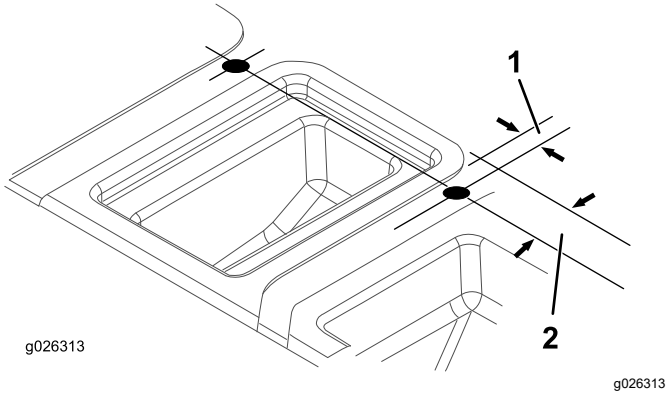

Figur 10
5. Använd måtten som visas i Figur 10 och lokalisera, markera och borra två hål (2,5 cm) överst på sätessockeln. Lokalisera ett hål på varje sida om mittfacket.